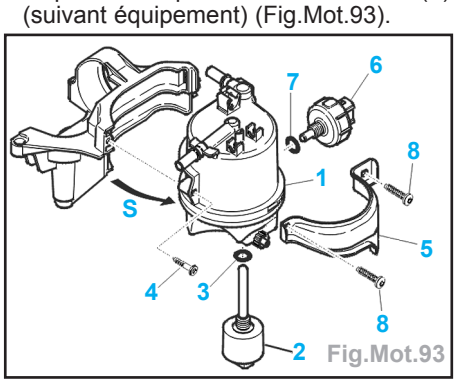

Fig.Mot.93
- Ecarter le tube de dépression de freins (C).
- Déposer la protection du filtre (5) (suivant équipement) (Fig.Mot.93).